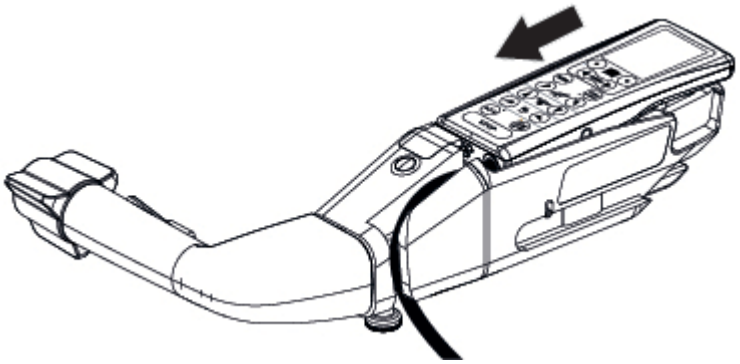

Figura 7-12. Instale el mando a distancia principal
2. Deslice el mando a distancia en el mango para el traslado motorizado. Consulte la *Figura 7-12*.